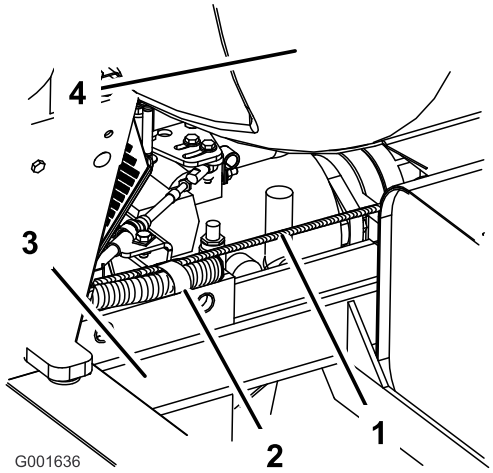

Figur 13
Obs: Kablaget ska följa längs vänster sida av ramen mot den bakre änden och ovanför ramen bakom sätet (Figur 13).
2. Montera kablaget i R-klämman bakom förarsätet och ovanpå ramen (Figur 13).